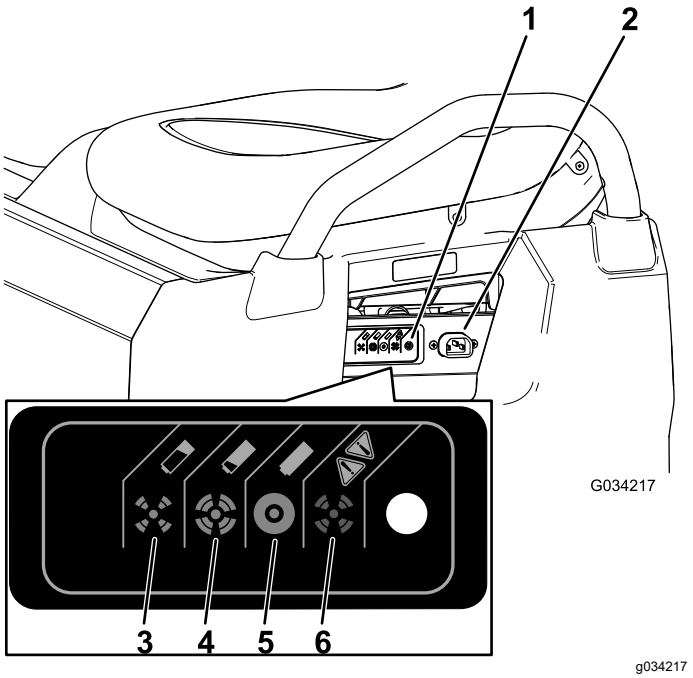

Figur 36
3. Tilslut en **16 måler (eller større diameter), 2,5 m eller kortere opladerledning** til opladningsfatningen på maskinen (Figur 36).
Se følgende tabel og Figur 36 for oplysninger om, hvad de forskellige farver på opladerens statuslampe betyder.